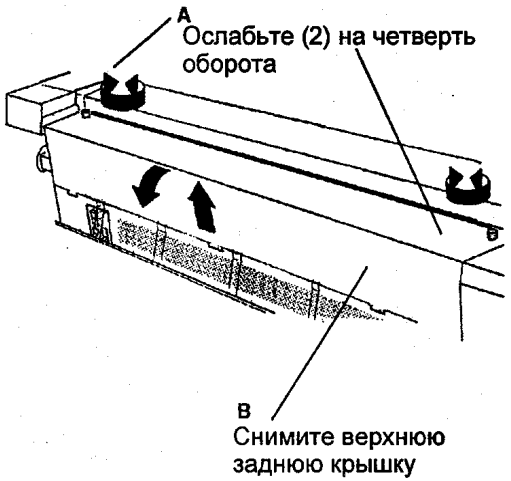

Рис. 2 Снятие верхней задней крышки
5. (РИС. 2): СНИМИТЕ ВЕРХНЮЮ ЗАДНЮЮ КРЫШКУ.